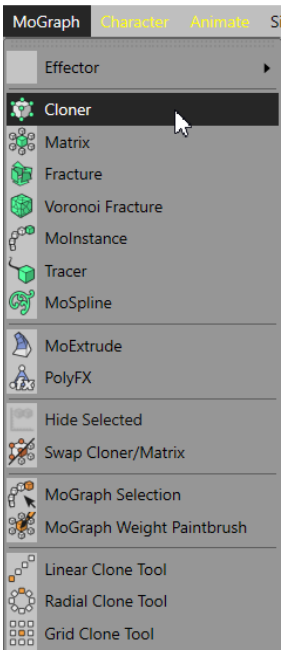

Figure 3-152 *Choosing* ***Cloner*** *from the* ***MoGraph*** *menu*
3. Choose **MoGraph > Cloner** from the main menu, as shown in Figure 3-152; *Cloner* is added to the Object Manager.